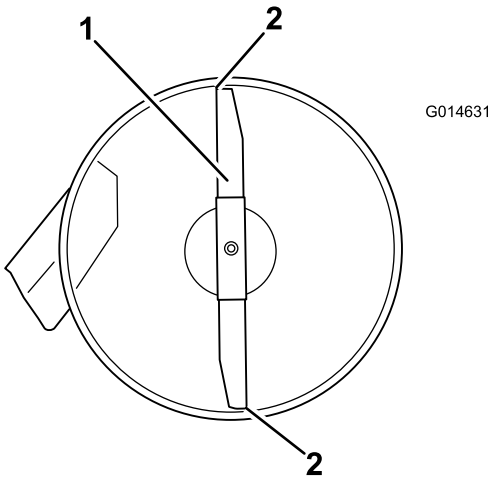
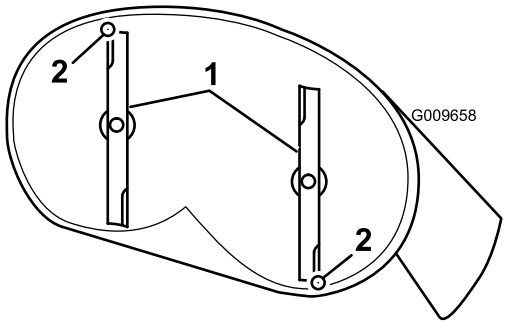

Figuur 60
Figuur 61
4. Draai de messen voorzichtig zodat ze van voren naar achteren staan (Figuur 60 en Figuur 61).
5. Meet de afstand tussen de rand van zowel het voorste mes als de rand van het achterste mes tot het horizontale oppervlak (Figuur 60).
9. Controleer de schuinstand nogmaals na het instellen, ga door met het instellen van de moer totdat de rand van het voorste mes 1,6 tot 7,9 mm lager staat dan de rand van het achterste mes (Figuur 60).